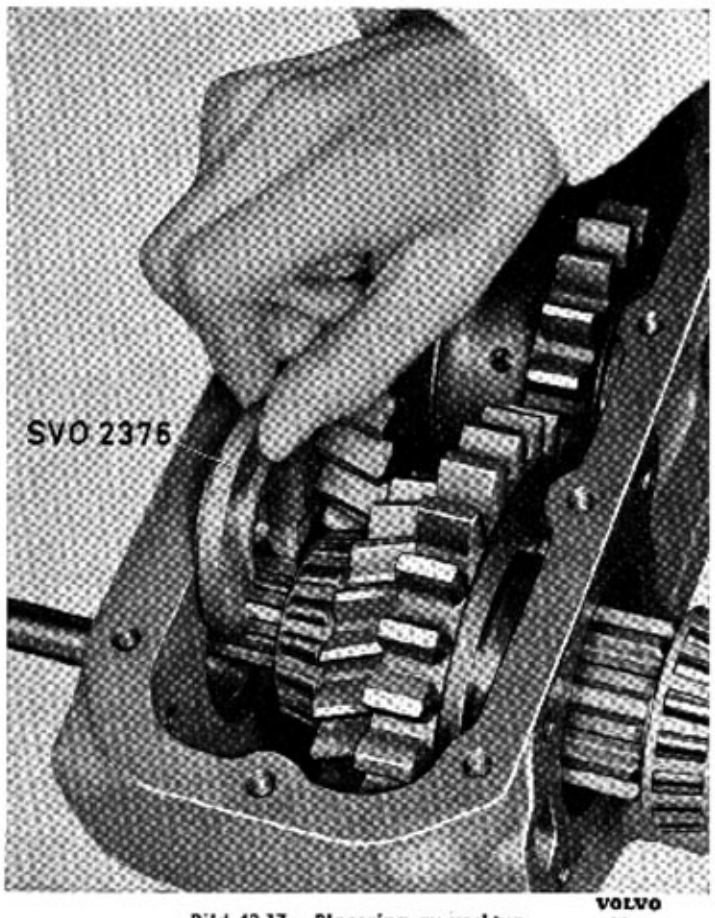
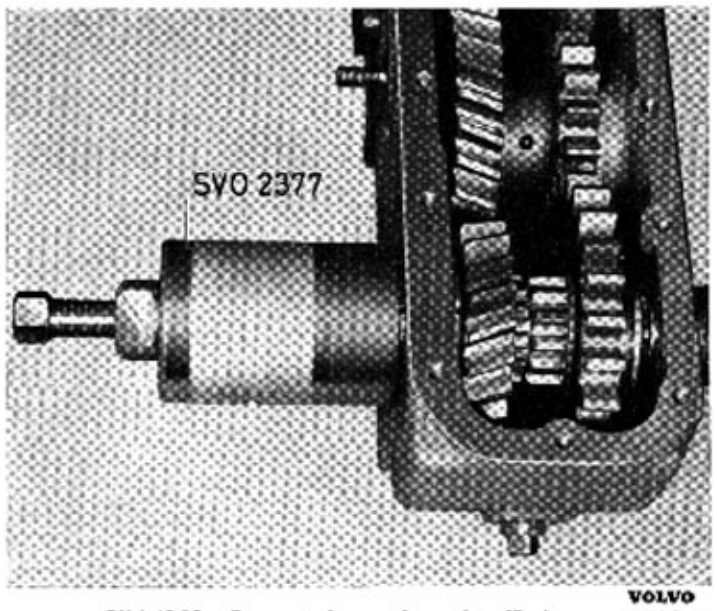
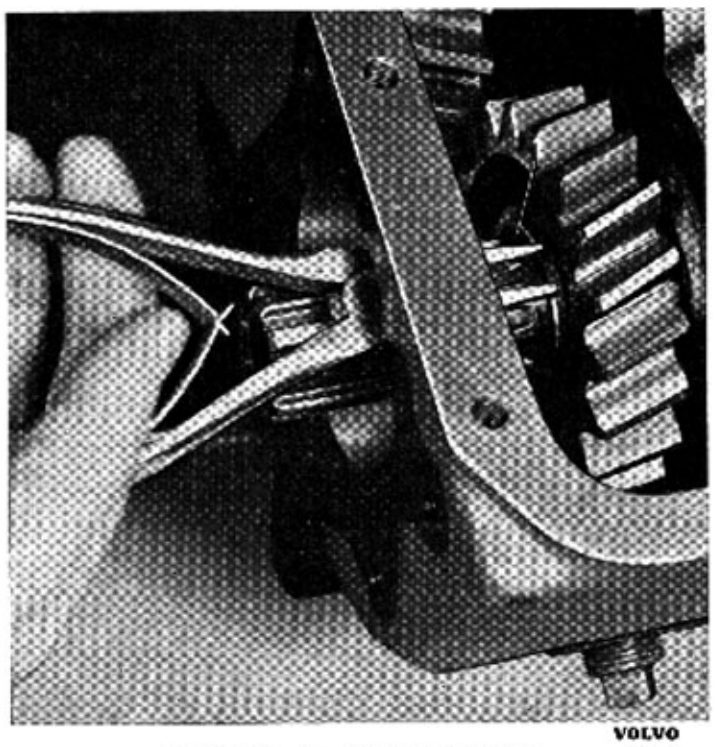

Bild 43-17. Placering av verktyg VOLVO 2276
Bild 43-19. Demontering av innerring för lager VOLVO 2278
Bild 43-20. Demontering av låsring VOLVO 2279
5. Driv utgående axeln bakåt med en gummiklubba tills bakre lagrets ytterring släpper i huset. Placera tryckbrickan SVO 2376 mellan främre lagrets ytter- och innerring, se bild 43-17 och 43-18. Driv ut ytterringen med hjälp av axel och bricka. Se därvid till att inte kuggarna går mot varandra. Drag av innerringen med avdragare SVO 2377, se bild 43-19. Tag bort låsringen, se bild 43-20 och drag ut axeln bakåt.